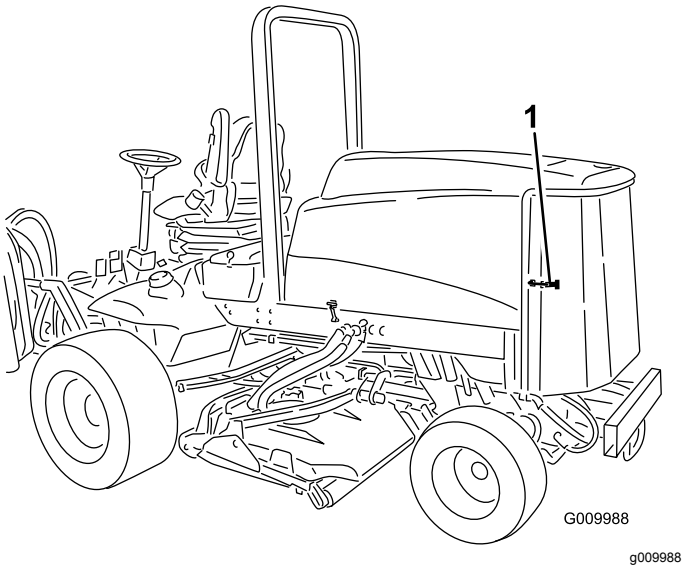

Figur 72
1. Lås opp og sving bakre skjerm åpen (Figur 72).